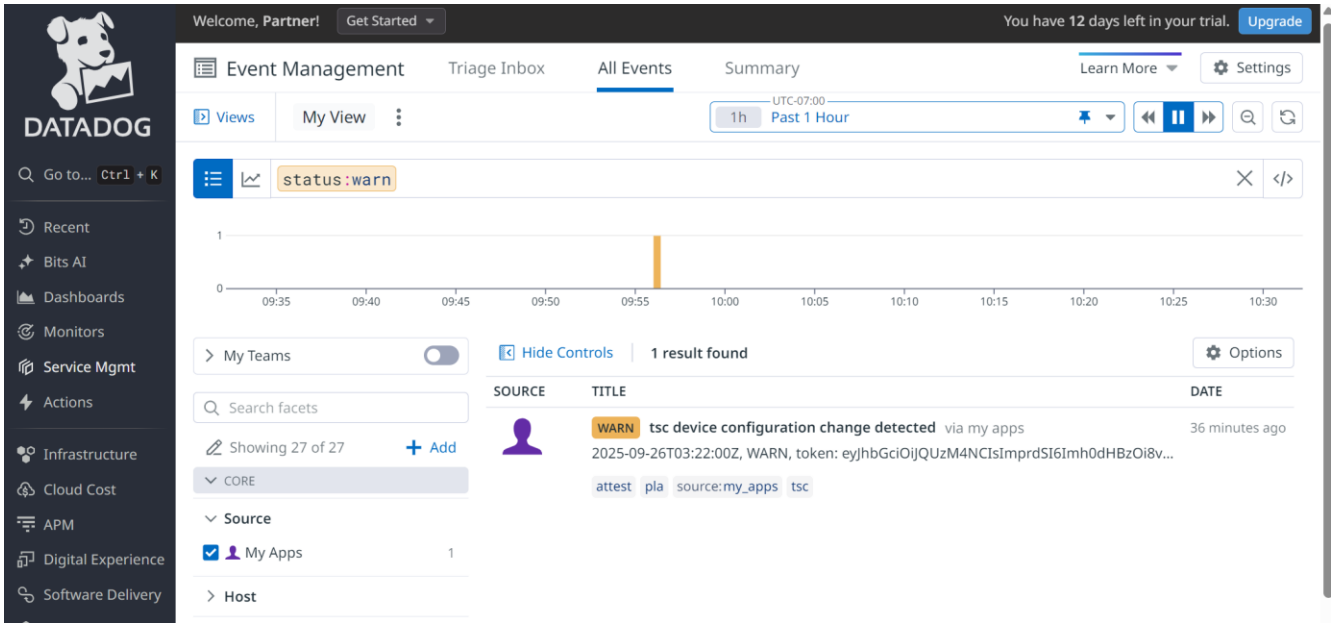

Figure 7. TSC PLA SIEM Event
4. The IT administrator will be able to capture this device configuration change event immediately through the event management dashboard on SIEM portal. Figure 7 shows how it looks like on Datadog.